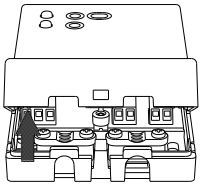

Fig. 3
3. Ruotare il coperchio cavi esercitando una leggera pressione fino ad estrarla completamente (Fig. 3).
7. Posizionare il coperchio cavi sulla base e ruotarlo verso la base; spingere verso l'interno la linguetta plastica posta sulla parte inferiore della base ed esercitare una pressione che faccia scattare la linguetta plastica di fissaggio all'interno del foro sul lato inferiore del coperchio cavi (Fig. 3).